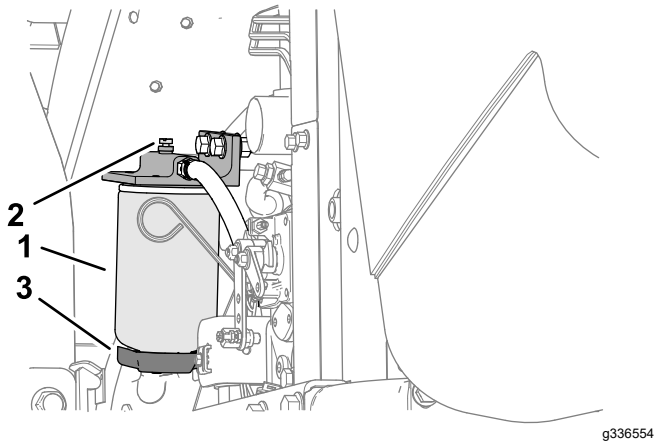

Rysunek 73
4. Odkręć śrubę spustową na dole obudowy filtra (Rysunek 73).
3. Wyczyść obszar wokół obudowy filtra (Rysunek 73).